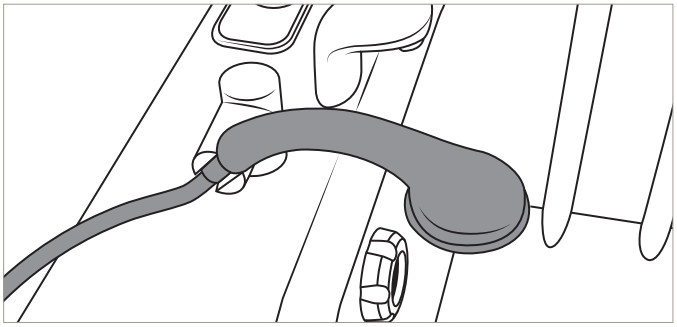

Abbildung 36
13. Stecken Sie den Duschgriff in den Halter zurück. Siehe Abbildung 36.